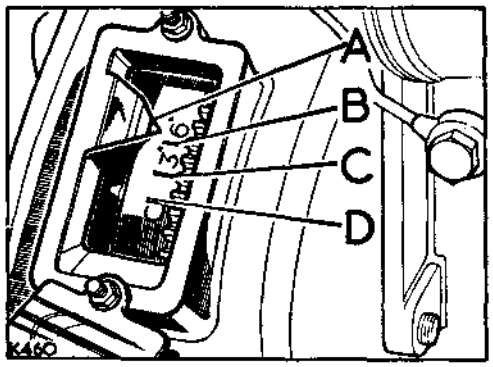

**Fig. A1-60. Timing pointer on flywheel housing**
1. **Engines with timing pointer on flywheel housing.** Rotate the crankshaft until the appropriate timing mark on the flywheel is aligned with the timing pointer and both valves on No. 1 cylinder are fully closed. See Fig. A1-60.